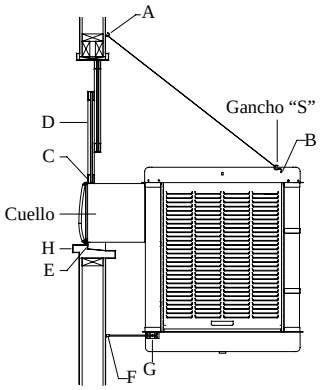

Fig. 2
- **Fije los ganchos en la pared.** Ponga los dos ganchos para la cadena arriba del cuello del enfriador, separados por una distancia equivalente al ancho de la unidad (A-fig. 2). Enganche una cadena en cada gancho y luego enganche un gancho "S" en cada cadena. **NOTA**: Los ganchos que vienen con ésta unidad tienen rosca de tornillo para madera y son para uso en paredes de madera. Las paredes de concreto o ladrillo requieren el uso de tuercas mariposas de suficiente fuerza o anclas con ganchos de acoplamientos.
- **Coloque el enfriador en la ventana.** Coloque el cuello del enfriador dentro de la ventana para que la parte inferior de la pestaña del cuello se asiente en la repisa de la ventana y la pestaña (E-fig. 2) se ajuste contra el borde de la repisa (H-fig. 2). Con la unidad situado en la ventana, enganche los ganchos "S" en los agujeros encontrado en la esquina trasera superior del enfriador (B-fig. 2).
- **Coloque la ventana detrás de la guarda de retención.** Levante la parte trasera del enfriador para que la ventana (D-fig. 2) pueda bajarse y quedar detrás de la parte superior de la guarda de retención (C-fig. 2).
- **Ajuste las patas.** Saque las patas (F-fig. 2) para que los topes de hule descansen contra el costado de la pared. Apriete el tornillo del collar (G-fig. 2).